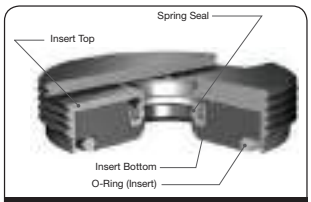

Figure 49: Insert Assembly
e. Final Insert Assembly is shown in Figure 49.